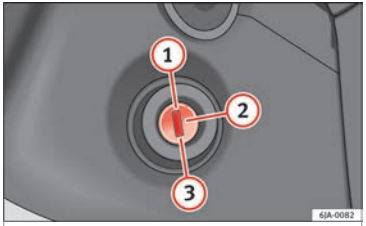

Fig. 172 Ignition key positions.
- **When moving with the engine switched off, the ignition key must always remain in position (2) ››› Fig. 172 ››› page 154 (ignition on). The control lamps will light up in this position. Otherwise, the steering lock could engage suddenly. Risk of accident!**
- **The starter motor may only be used (key position (3) ››› Fig. 172 ››› page 154 in the ignition) if the engine is off. Using the starter motor when the engine is running could damage it.**
- Press the clutch pedal all the way down and start the engine (3) ››› Fig. 172 ››› page 154, without pressing the accelerator. Keep the clutch pedal pressed down until the engine starts.
- Release the ignition key as soon as the engine starts. The key returns to position (2).
- If the engine does not start after 10 seconds, turn the key back to position (1). Repeat the action after 30 seconds.
Stop the engine by turning the ignition key to position (1) ››› Fig. 172 ››› page 154.